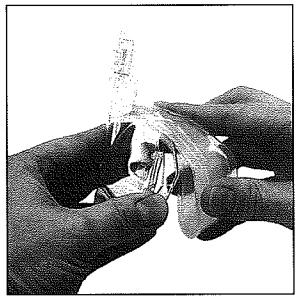
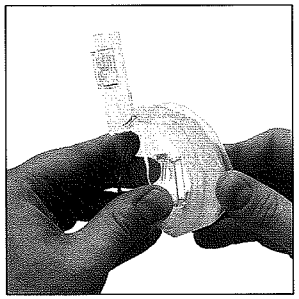

Figure 9
Figure 10
- Replacer le coussin du masque (1) sur le corps du masque (2) en alignant tout d'abord les marques d'alignement situées en haut du coussin avec la flêche d'alignement située sur le corps du masque, **Figure 8**. Ensuite, presser la partie supérieure du coussin du masque sur le corps du masque, **Figure 9**. Continuer à fixer le coussin sur le corps du masque sur les côtés et la partie inférieure jusqu'à ce que le coussin soit bien en place, **Figure 10**. Si nécessaire, ajuster la position du coussin pour éliminer toute pliure éventuelle.